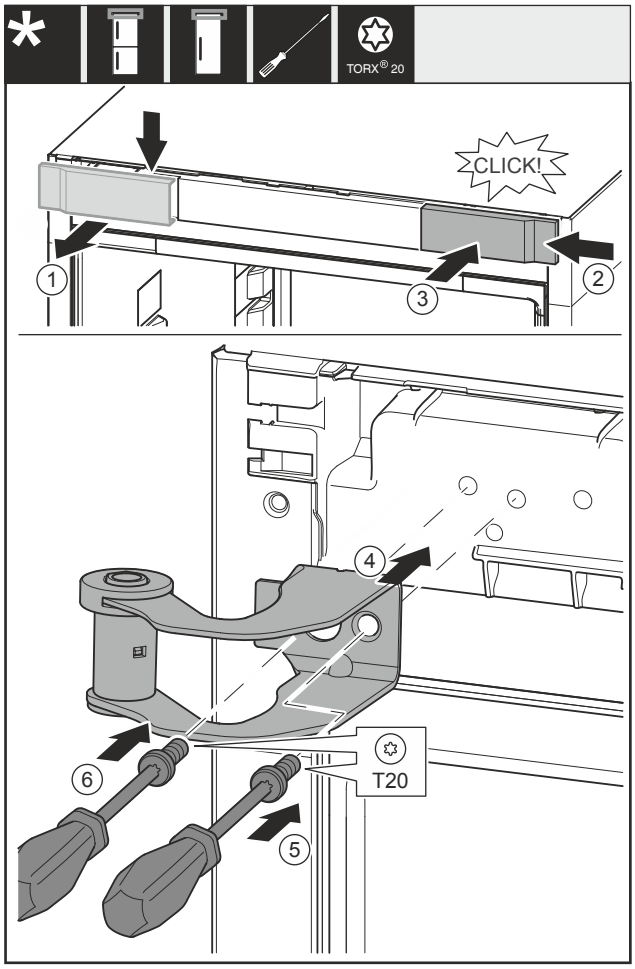

Fig. 16
▶ Odeberte kryt *Fig. 16 (1)* shora dopředu.
▶ Kryt *Fig. 16 (2)* otočený o 180° zavěste na druhé straně zprava.
▶ Zaklapněte kryt *Fig. 16 (3)*.
▶ Nasaďte horní stojan ložiska *Fig. 16 (4)*.
▶ Utáhněte šroub *Fig. 16 (5)*.
▶ Utáhněte šroub *Fig. 16 (6)*.